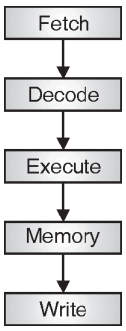

Fig. 2.8.4 : Five stage pipeline to be forwarded internally from one stage to next and of ARM9 TDMI processor
- The pipeline for ARM9 processor is a five stage pipeline as shown in Fig. 2.8.4.